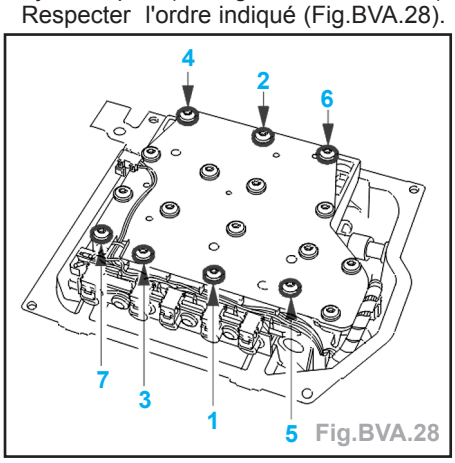

Fig.BVA.28
- Reposer les vis de fixation du bloc hydraulique (serrage à 0,8 daN.m). Respecter l'ordre indiqué (Fig.BVA.28).